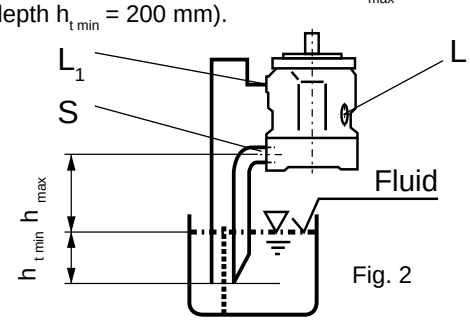

Fig. 2
b) If the minimum fluid level is below the pump mounting surface pipe port “L_1”, and possibly “S” according to Fig. 2. Close port "L" with respect to conditions in 1.2.1.
Before installation fill pump housing, keeping it in a horizontal position. For mounting above tank see Fig. 2.